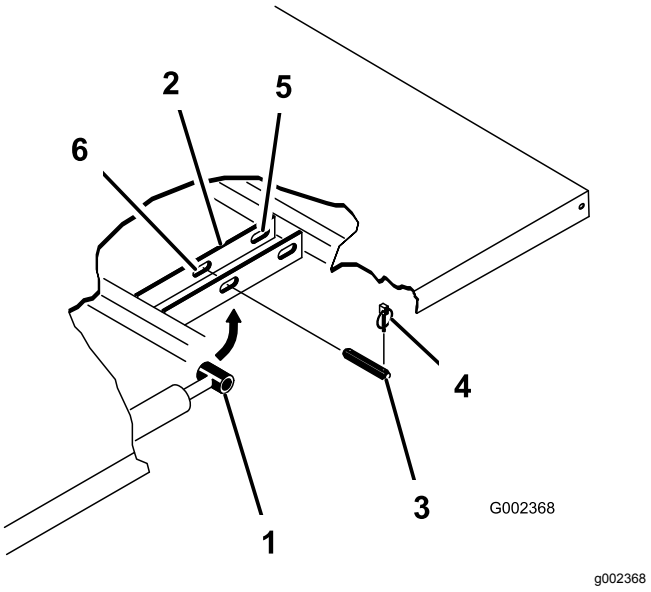

**Figuur 34**
3. Verwijder de lynchpennen van de uiteinden van de gaffelpennen van de cilinderstang (Figuur 34).
4. Verwijder de gaffelpennen waarmee de uiteinden van de cilinderstang vastzitten aan de bevestigingsplaten van de laadbak, door de pennen naar binnen te drukken (Figuur 34).
5. Verwijder de lynchpennen en de gaffelpennen waarmee de draaibeugels zijn bevestigd aan de framebalken (Figuur 34).